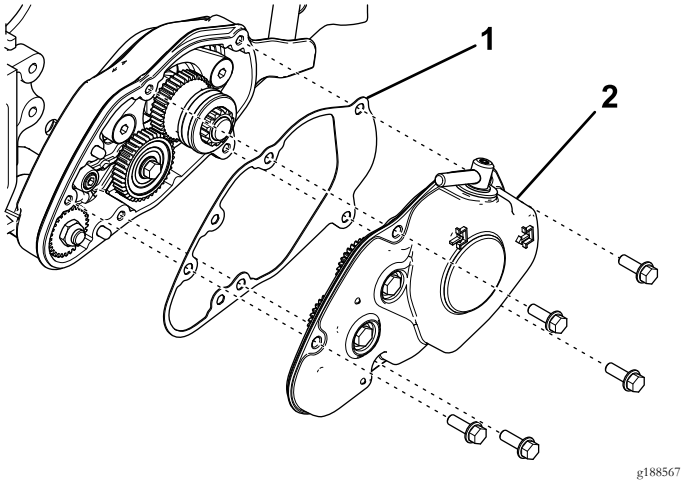

Figura 1
3. Rimuovete il coperchio dell'alloggiamento del groomer e la guarnizione (Figura 1).